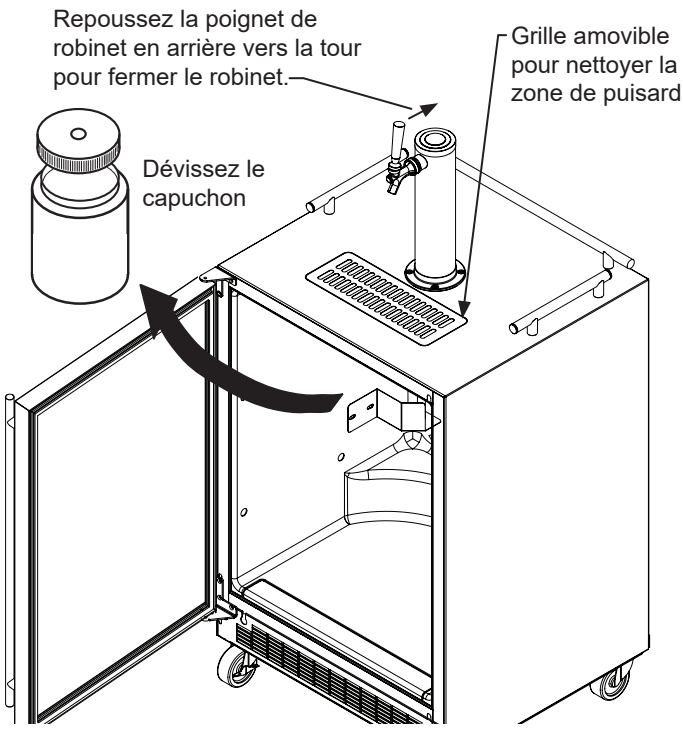

Figure 48
2. Assurez-vous que la poignée de vanne est ferme sur la tour (voir la Figure 48).
Sur un **distributeur de boisson autonome**, enlevez la grille Marvel du devant de la tour, nettoyez-la à l'eau savonneuse et faites-la sécher avant de la réinstaller. Nettoyez la zone de puisard à l'eau savonneuse et faites-la sécher (Voyez la Figure 48).